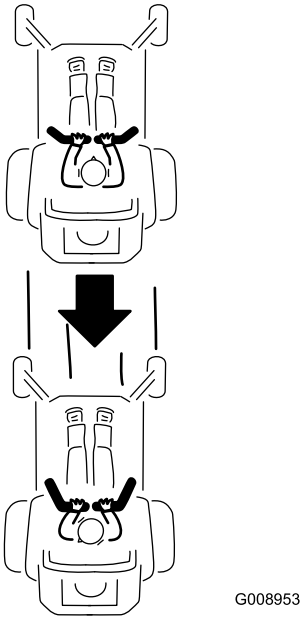

**Figur 25**
2. Bak ved langsomt at trække bevægelseshåndtagene bagud (Figur 25).